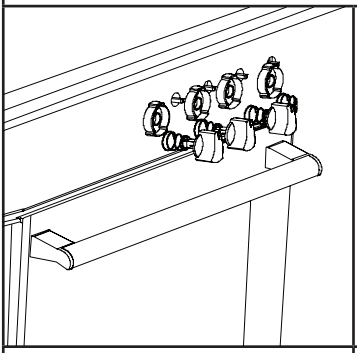

Figura 4
**1.** Colocar os queimadores do fogão na posição baixa e puxar para fora os botões de controlo do fogão no painel de controlo (Ver figura 4).